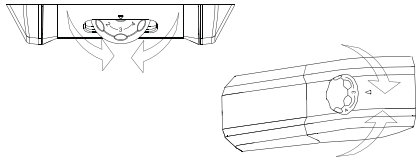

Abb.11
**Normalerweise ist es nicht erforderlich, den Thermostatregler zu betätigen. Nur wenn eine übermäßige Kühlung der im Kühlfach enthaltenen Produkte festgestellt wird, wird empfohlen, den Thermostatregler etwas gegen 0 zu drehen. (Abb. 11)**